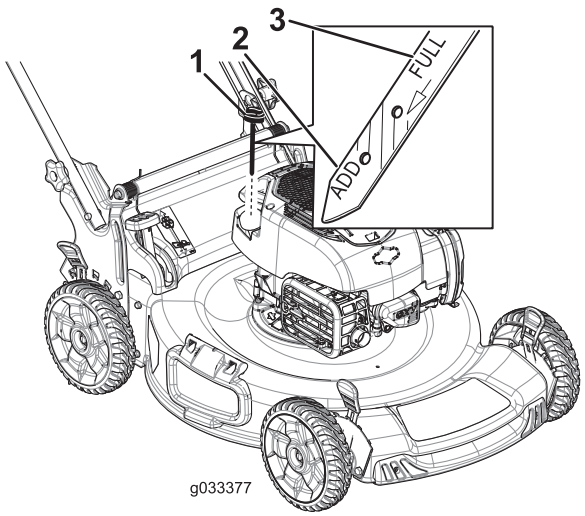

Figuur 8
1. Verwijder de peilstok (Figuur 8).
2. Giet langzaam olie in de vulbuis totdat het peil de Vol-markering op de peilstok bereikt (Figuur 8). **Niet te vol vullen.**